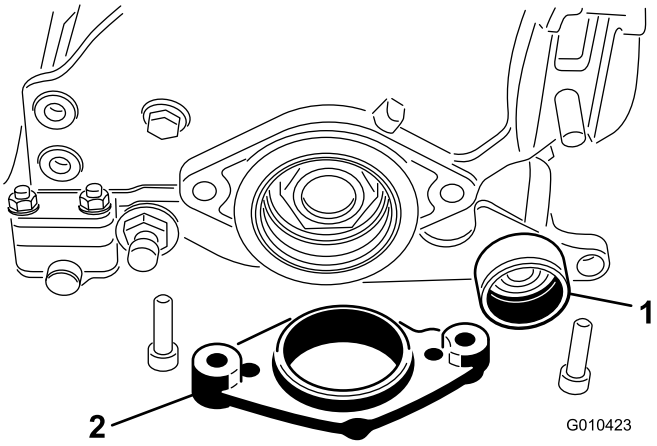

**Figura 9**
6. Aplique grasa a la junta del soporte del cojinete de la placa lateral derecha y al extremo del eje del acondicionador (Figura 9).
7. Introduzca el otro extremo del eje del acondicionador en el soporte del cojinete de la placa lateral derecha (Figura 9).
8. Monte el soporte del motor sobre la placa lateral (Figura 9).
9. Sujete el soporte del motor y la placa lateral al extremo derecho de la unidad de corte con los 2 pernos y tuercas que retiró anteriormente (Figura 9).